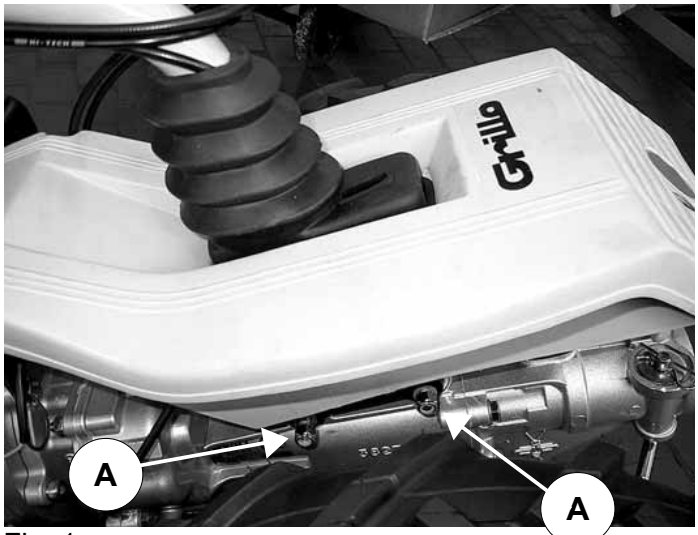

Fig. 1
2) Levantar el carenado de las ruedas (fig. 1)
3) Quitar los dos tornillos (fig. 1, pos. A).
4) Girar la mancera a 180°, volver a colocar los dos tornillos de fijación y ajustar las tuercas (fig. 1, pos. A). Prestar atención en no doblar los cables de mando.
5) Ubicar la palanca de regulación del manubrio prestando atención en los topes (fig. 1, pos. B).
8) Montar la fresa en el acoplamiento rápido y trabarla con el perno correspondiente (fig. 1, pos. D).
- que los accesorios se encuentren bien fijados a la máquina (fig. 1, pos. D).
Con el motor en régimen bajo, conectar la herramienta tirando la palanca no. 3 (fig. 2) y acelerar oportunamente. La máquina se pondrá en movimiento tirando de la palanca no. 7 (fig. 2) y despues tirando de la palanca no. 1 (fig. 2). Dejando la palanca no. 1 (fig. 2) la maquina se para. Tirando de la palanca no. 2 (fig. 1) y la palanca no. 1 (fig. 2) la máquina se detiene. Dejando la palanca no. 3 (fig. 2) la herramienta se detiene. Tirando la palanca no. 2 (fig. 2) la máquina retrocede (mantener el motor a bajas revoluciones). También debe presionar la palanca no. 1 (fig. 2).
Controlar el nivel de aceite cada 50 horas de trabajo (fig. 4, pos. B). En caso necesario, añadir aceite BLASIA 220 (ISO-L-CKD, DIN 51502 PGLP; API GL5), cantidad 750 g. (fig. 1, pos. C). Cambiar el aceite una vez al año. Para eliminar el aceite viejo utilizar el tapón (fig. 9, no. 1).